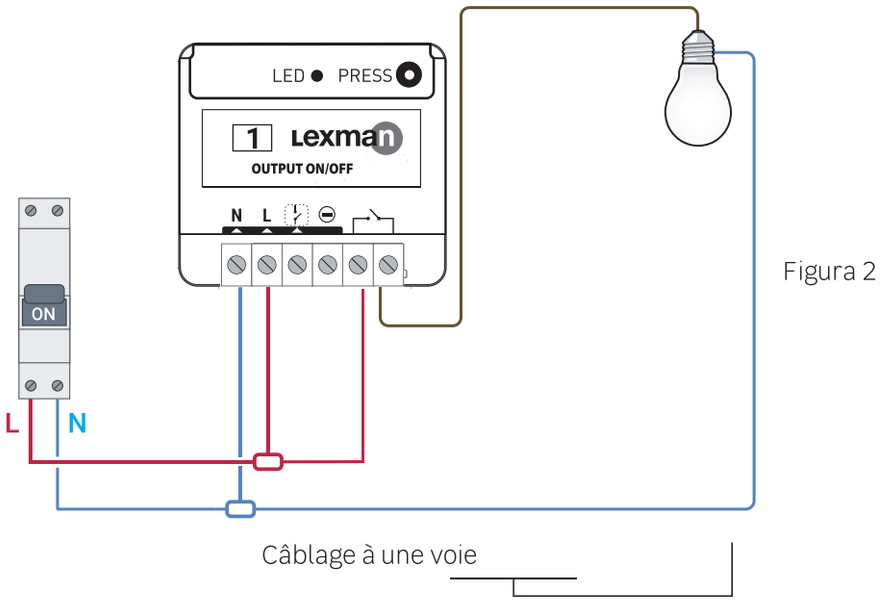

Figura 2
3. Realice el cableado del receptor ON/OFF según el esquema (figura 2).